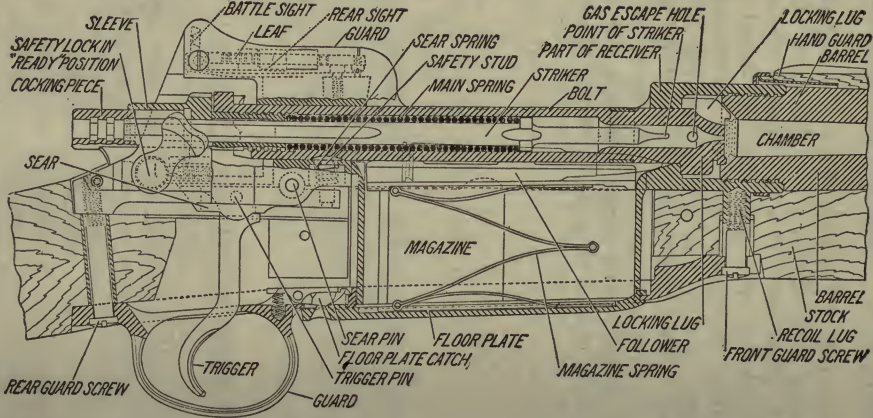

FIG. 3a.—United States Rifle, Model 1917. Longitudinal section.
U. S. Rifle, Caliber .30, Model 1917, for 1906 Ammunition (Fig. 3a.)